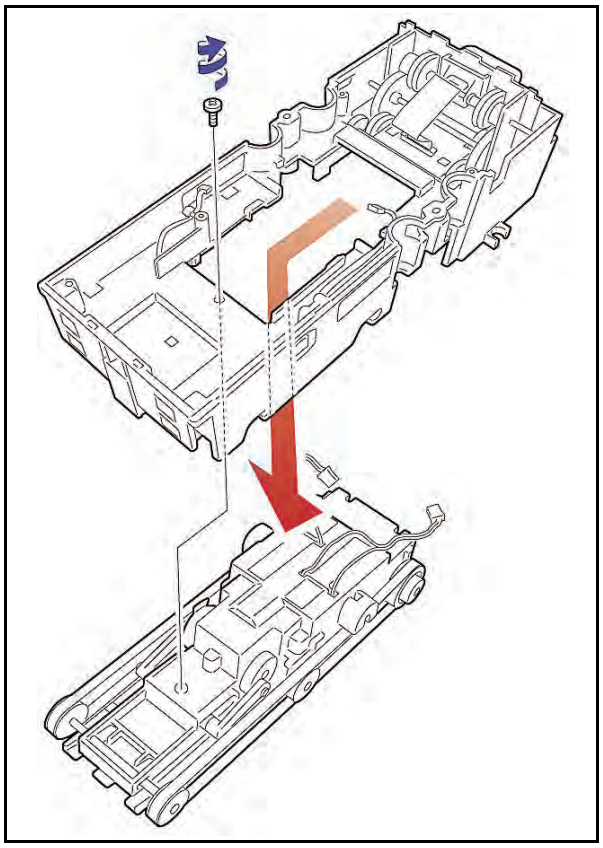

Figure 4-11 Pusher Mechanism Removal
4. Remove the Pusher Mechanism retaining screw and remove the assembly by following the large directional arrow shown in Figure 4-11.